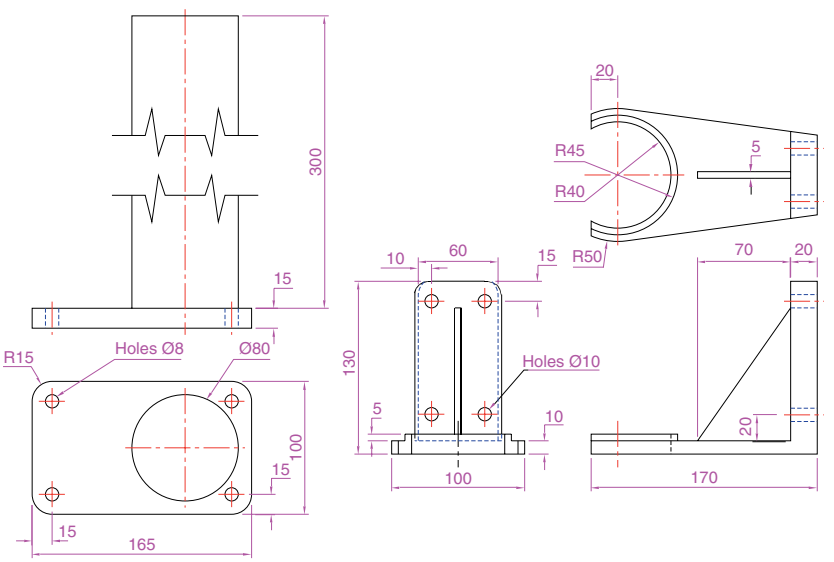

Fig. 16.22 Second example – **Rendering** – projections of the two parts
1. Construct 3D models of the two parts of the stand and support given in the projections in Fig. 16.22 with the two parts assembled together.